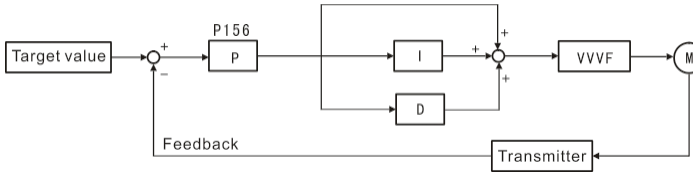
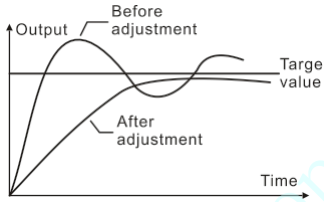

Abbildung 6-18 PID-Regelungsblockdiagramm
Abbildung 6-19 Unterdrückung von Ausgangsüberschreitungen
6) Beachten Sie für die jeweilige Anwendung die Beschreibungen in Abbildung 6-19/6-20. Der PID-Regelblock ist in Abbildung 6-18 dargestellt: